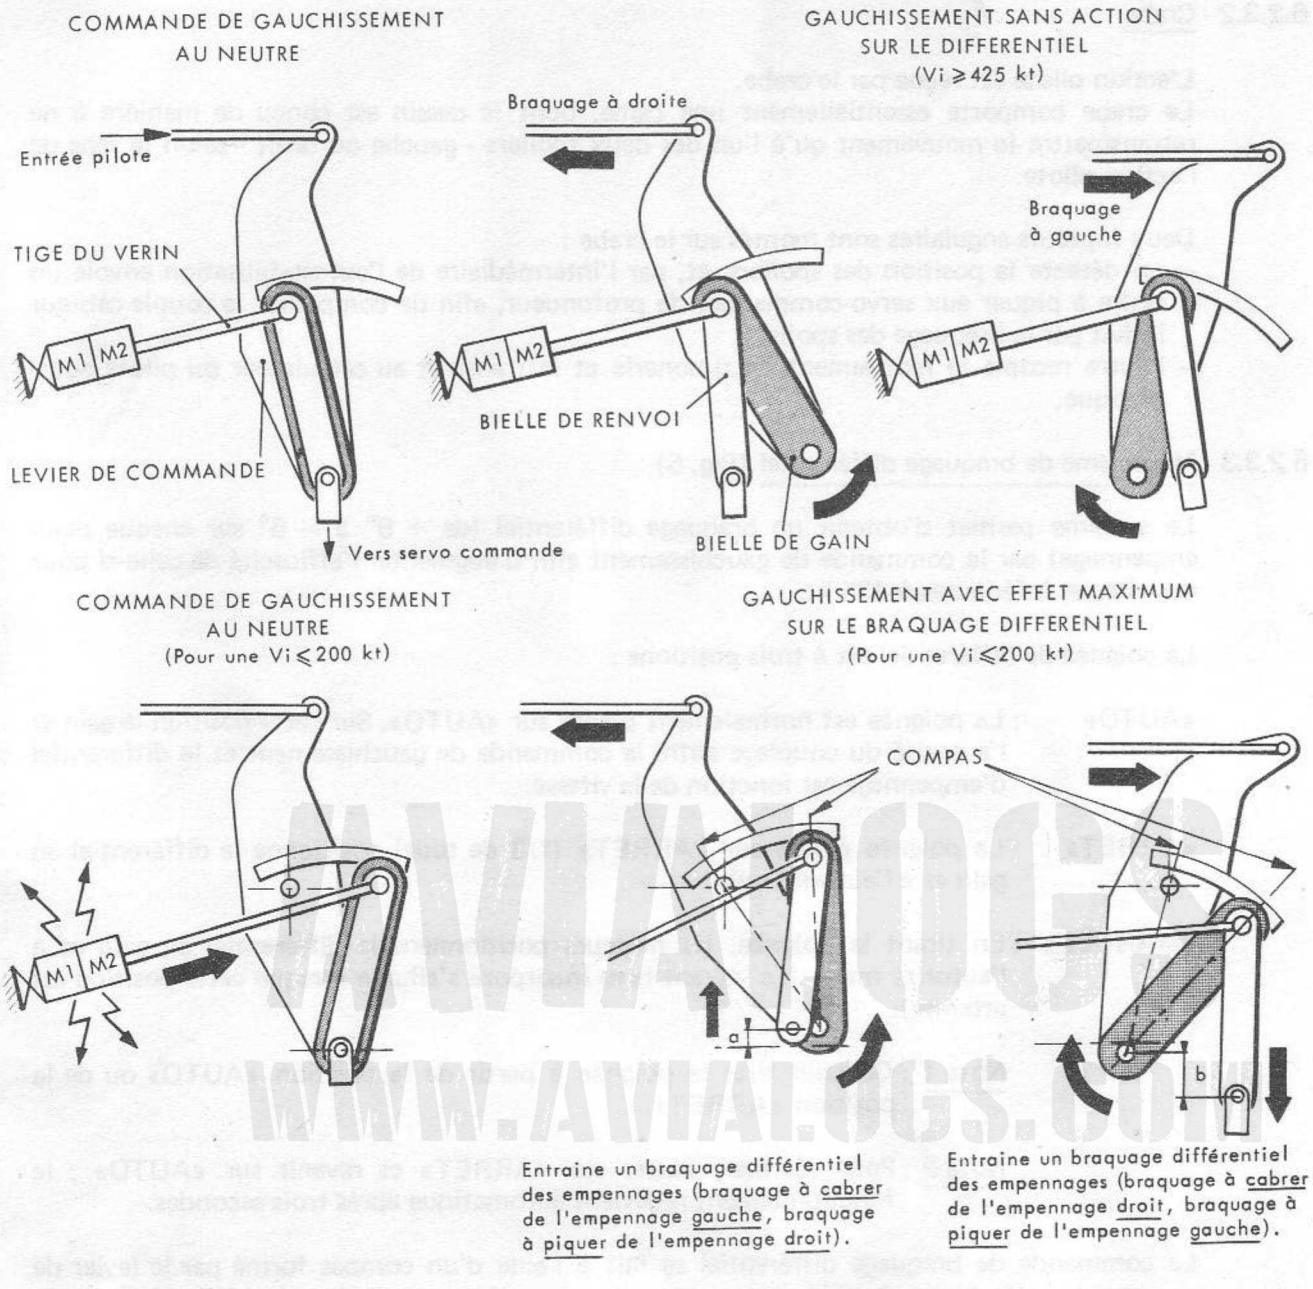

FIGURE 5 – MECANISME DE BRAQUAGE DIFFERENTIEL
6.2.3.3 - Mécanisme de braquage différentiel (Fig. 5)